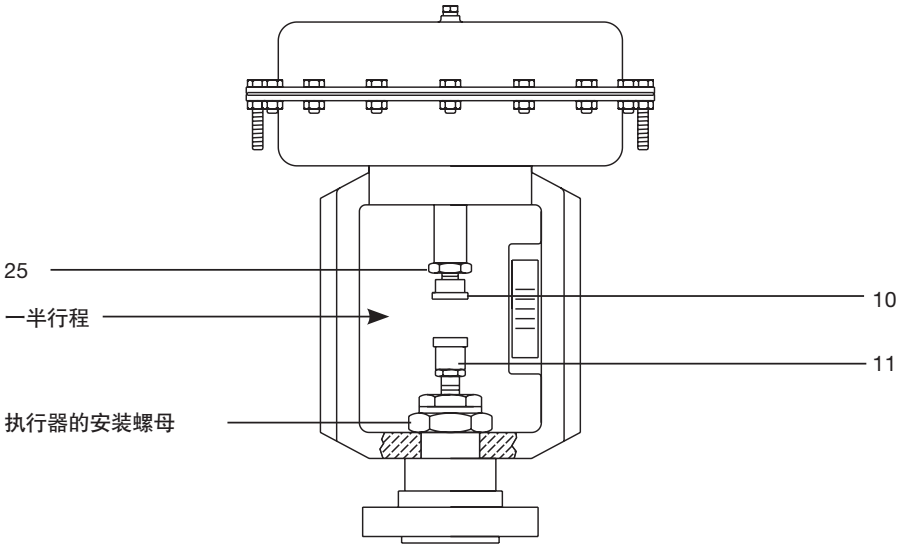

图 3
3.1 将PN9100E,PN9200E,PN9300E或PN9400E执行器安装在阀门上（图3和4）
如要调整弹簧的设定值，参考图3以及以下步骤：